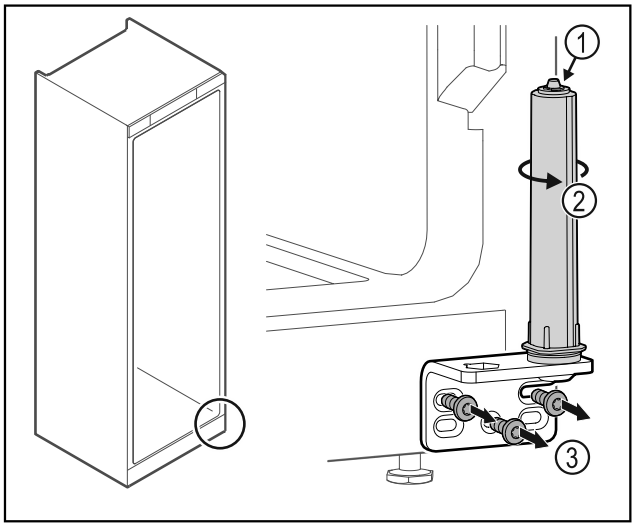

Fig. 28
▶ Nu dezasamblați sistemul de închidere al ușii *Fig. 28 (1)*.
▶ Rotiți *Fig. 28 (2)* sistemul de închidere, până când face clic.
▶ Deșurubați *Fig. 28 (3)* colțarul balamalei.